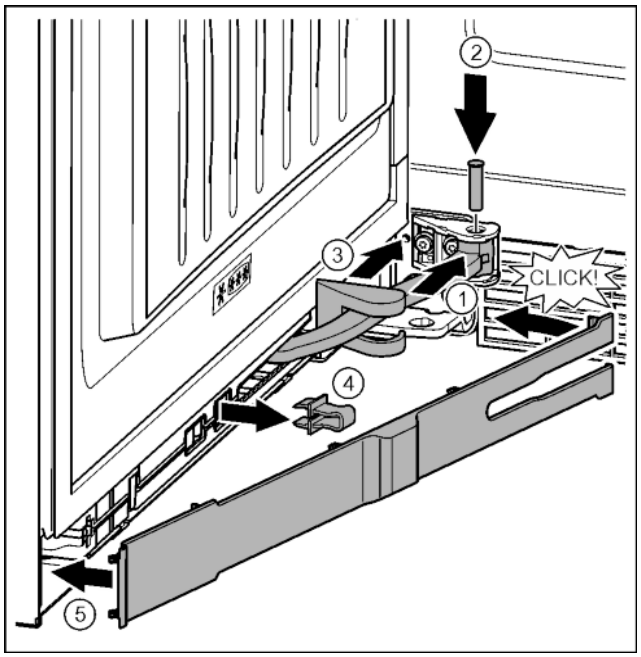

Fig. 41
- ▶ Scharnier in de ophanging draaien. *Fig. 41 (1)*
- ▶ Bout met een schroevendraaier T15 in de ophanging en het scharnier plaatsen. Opletten dat hierbij de vergrendelnok correct in de groef zit. *Fig. 41 (2)*
- ▶ Afdekking van de lagerbus langs het scharnier schuiven en over de ophanging monteren. *Fig. 41 (3)*
- ▶ Borging verwijderen. *Fig. 41 (4)*
- ▶ Paneel aan de kant van de greep aanbrengen en naar binnen draaien. *Fig. 41 (5)*